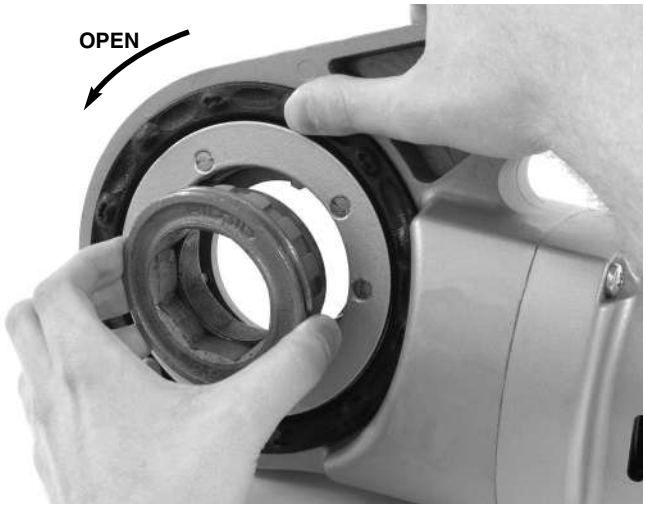

Figure 8 – Installing Adapter Into 690-I
b. If needed install the adapter in the 690-I *(Figure 8)*.